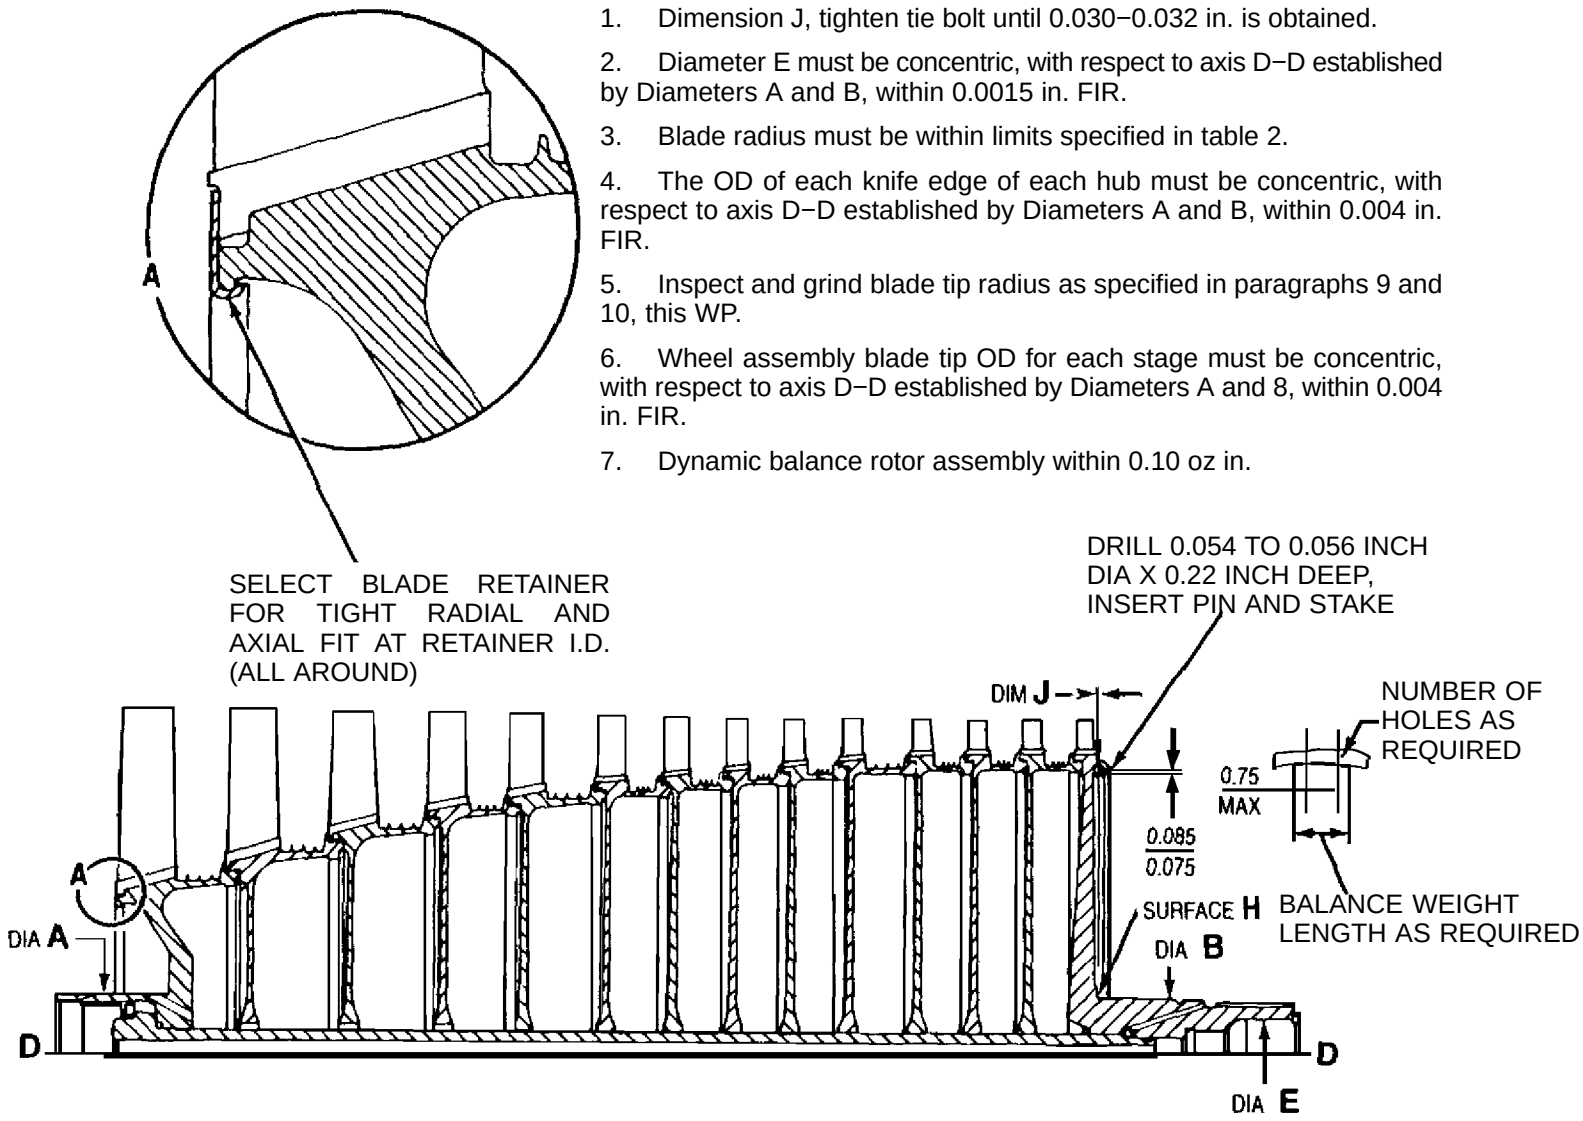

Figure 14. Compressor Rotor Assembly
ak. Tighten the rotor tie bolt to the fourteenth−stage wheel dish Dimension J (figure 14).
ar. With the rotor supported on Surface H (figure 14), gradually apply a 20,000 pound load to first−stage adapter and hold for about one minute.
au. Recheck Dimension J (figure 14) and adjust as required.
d. Check the fourteenth−stage wheel runout and concentricity as specified in figure 14, note 2. If either runout or concentricity are out of limits, disassemble rotor per WP 027 00. Re−index the fourteenth−stage wheel and reassemble rotor assembly per paragraph 7, this WP.
(1) Cut weight from balance ring stock to length as required for the fourteenth−stage wheel.
(2) Drill locking pinhole (0.054−0.056 in. diameter, 0.222 in. deep) with 6796091 drill jig and install the balance weight and locking pin (figures 14 and 22).